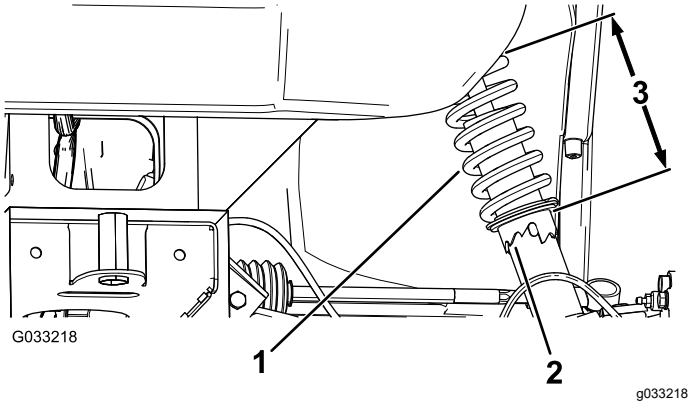

**Figura 56**
2. Si la caída de la rueda no está alineada, utilice la llave de tuercas para girar el collarín en el amortiguador y alinear la rueda (Figura 56).